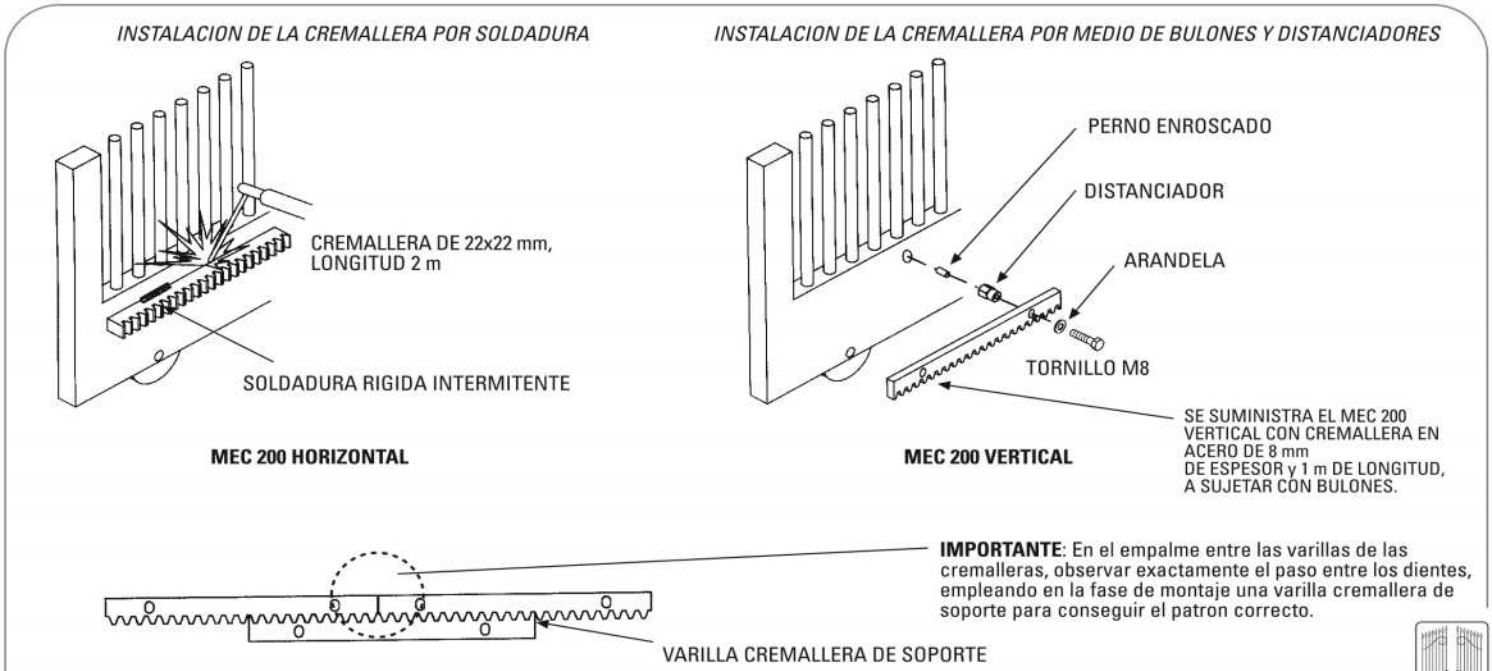

FIG. 4
- Sujetar provisionalmente en posición, por medio de abrazaderas, la **cremallera** en la verja, de manera tal que la misma pueda engranar con el **engranaje de arrastre**; la **cremallera** tiene que poder deslizarse sin que haya roces con el engranaje de arrastre del MEC 200 estando el mismo desbloqueado. (Fig. 4)
- Quitar los **distanciadores de 2 mm** colocados durante toda la operación de sujeción de la cremallera; de esta forma, se logra un espacio adecuado entre la cremallera y el engranaje de arrastre. (Fig. 4)